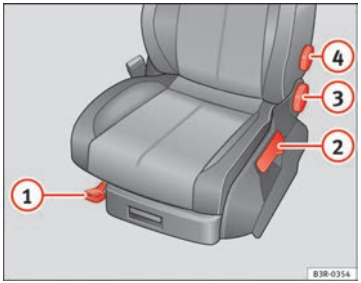

Fig. 106 Adjuster controls on driver seat
– Lift the lever (1) ⇒ fig. 106 and move the seat to the desired position.
– Then release the lever (1) and move the seat further until the catch engages.
– Pull the lever (2) ⇒ fig. 106 up repeatedly until the seat is in the desired position.
– Turn the adjuster wheel (3) ⇒ fig. 106 to set the angle of the backrest as required.
– Do not exert any pressure on the backrest and turn adjuster wheel (4) ⇒ fig. 106 to adjust lumbar support.